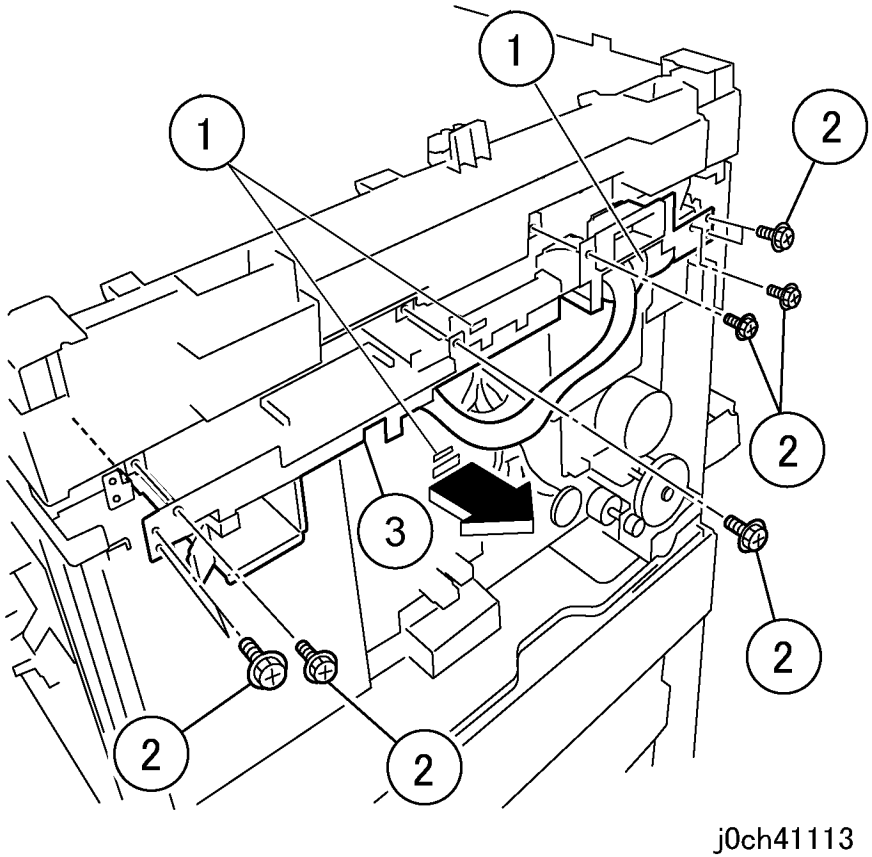

Рисунок 5 Снятие блока MFC и EXT PWB (j0ch41113)
6. Вытяните блок MFC и EXT PWB (рисунок 5).